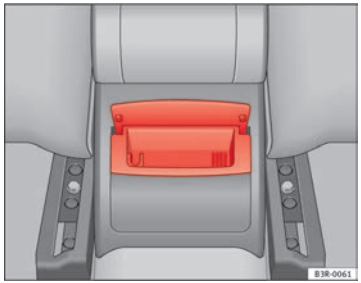

Fig. 132 Rear ashtray
– Take hold of the lid ⇒ Fig. 132 and lift out the ashtray.